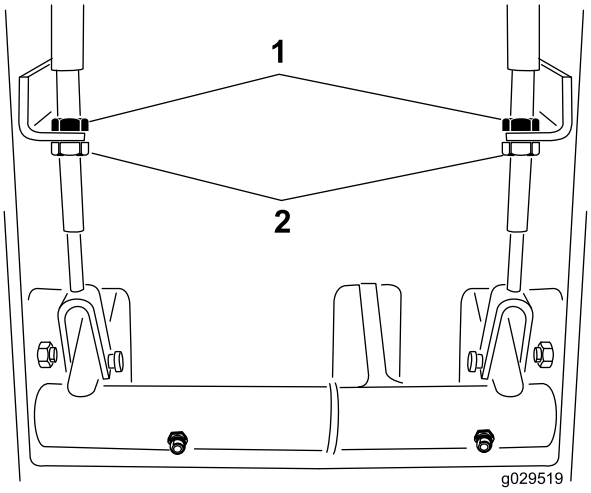

Figur 63
2. Dra åt bromsarna genom att lossa de främre kontramuttrarna på bromskabelns gängade ände för att minska bromspedalernas spel (Figur 63).